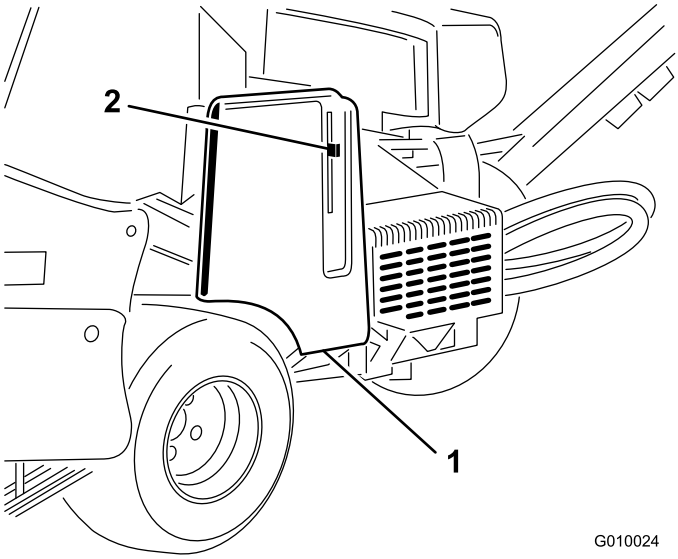

Figura 18
2. Destranque e retire a cobertura da correia (Figura 18).